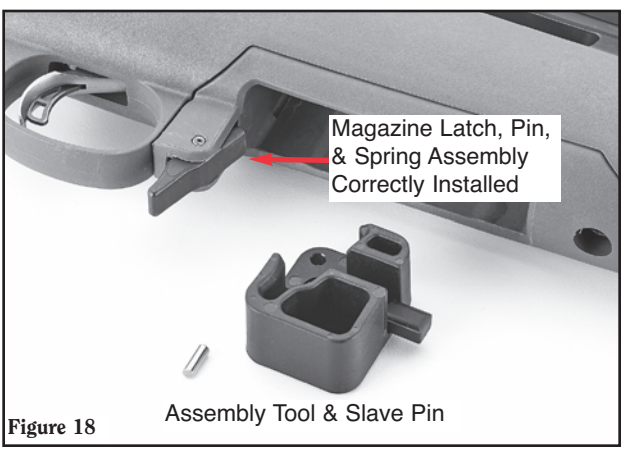

Figure 18
h. The slave pin and assembly tool will drop free after the magazine latch pin has been installed. Keep the slave pin and assembly tool for future use. (See Figure 18.)